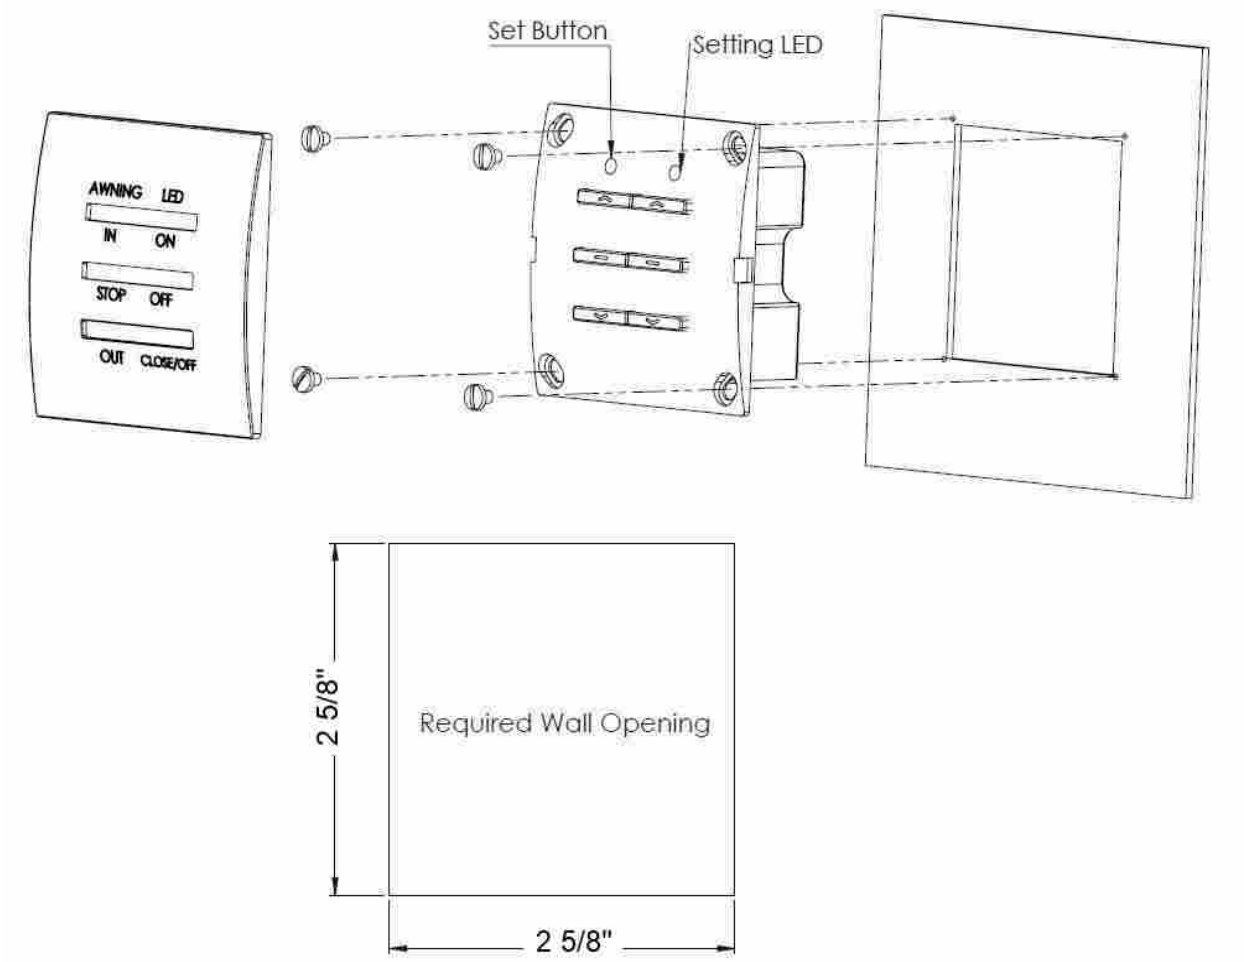

Fig. 2
1. Pull off the cover from the switch 98GC781(B), (W).
2. Press and hold the ***set button*** until you hear a beep from the switch, see Fig. 2 to locate the set button.